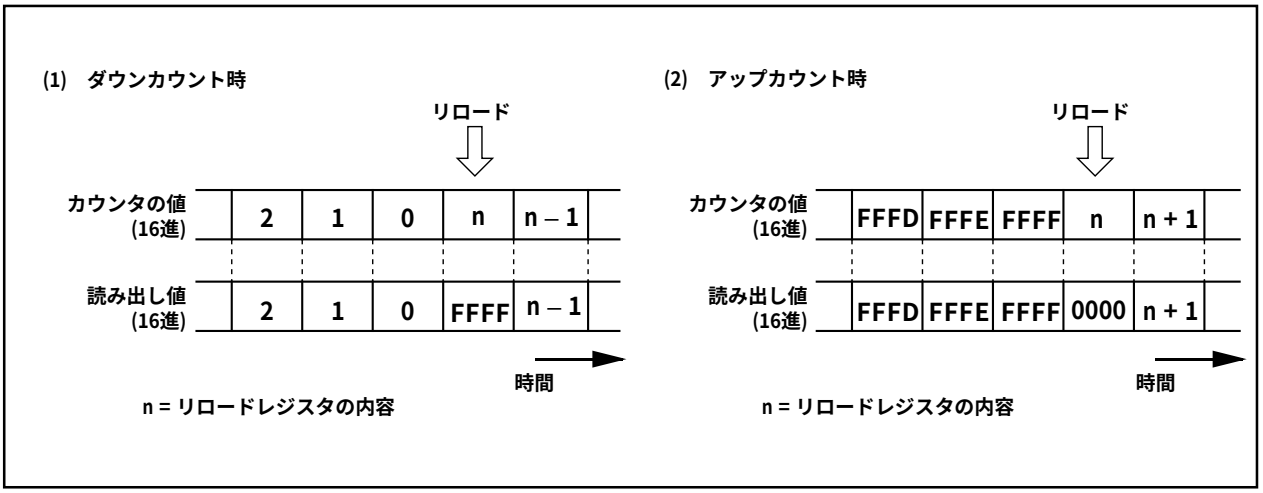

図2.2.34. タイマAiレジスタの読み出し
(1) リセット解除後、カウント開始フラグは“0”です。タイマAiレジスタに値を設定した後、“1”にしてください。
(2) カウント中のカウンタの値は、タイマAiレジスタを読み出すことによって任意のタイミングで読み出すことができます。ただし、図2.2.34に示すリロードタイミングで読み出した場合、アンダフロー時はFFFF16が、オーバフロー時は0000 16が読み出されます。カウント停止中にタイマAiレジスタに値を設定した後、カウンタがカウントを開始するまでの期間に読み出しを行った場合、設定値が読み出されます。